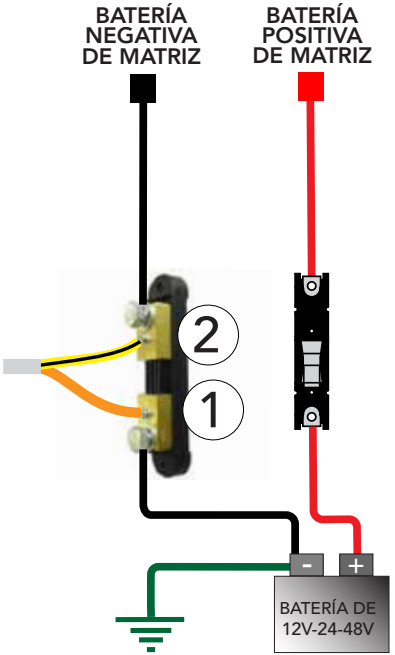

Figura 5-1. Resistencia de derivación de tramo negativo
Paso 3(A) o (B). Cableado de la resistencia de derivación al ReadyShunt
A. Instalación del tramo negativo (consulte la Figura 5-1 que aparece más adelante)**.**